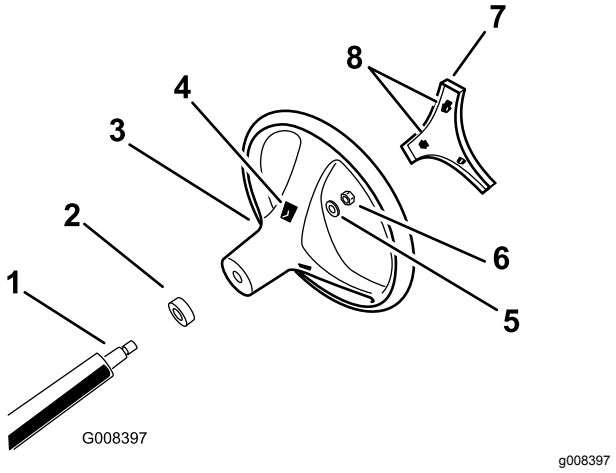

図 3
4. 図 3に示すようにロックナットでハンドルを固定し、24-29 N·m2.5-3.0 kg/m = 18-22 ft-lb にトルク締めする。
5. ハンドルのセンターカバーをハンドルのスロットに合わせて押し込み、センターカバーをハンドルハブに固定する図 3。